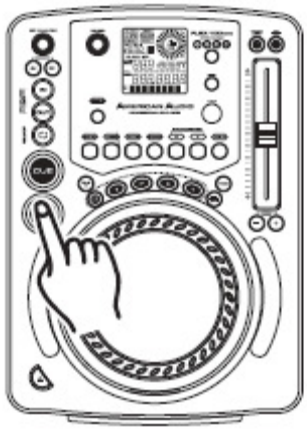

Rysunek 10
3. ROZPOCZĘCIE ODTWARZANIA - *Rysunek 10*